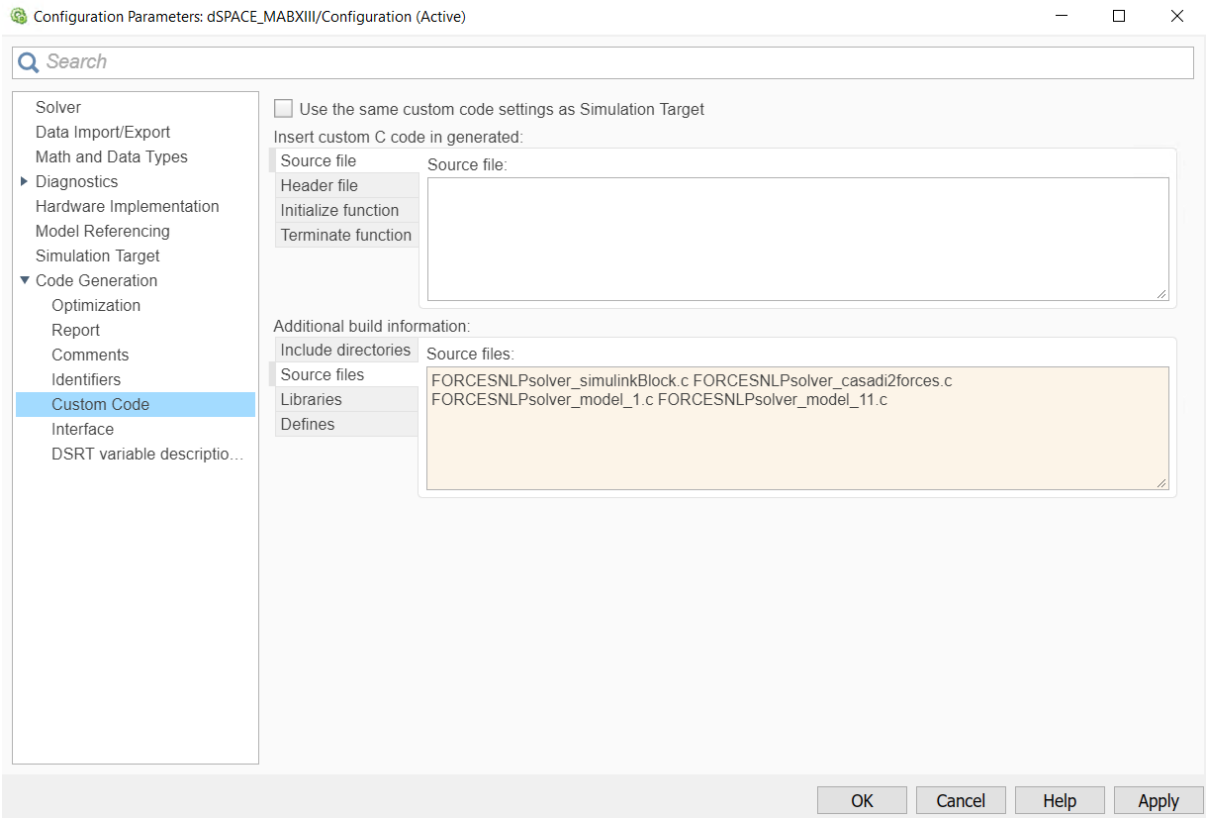

Figure 10.40: Add the source files used for the code generation.
11) In the "Code Generation/Custom Code" tab, add the source files (see Figure 10.40):